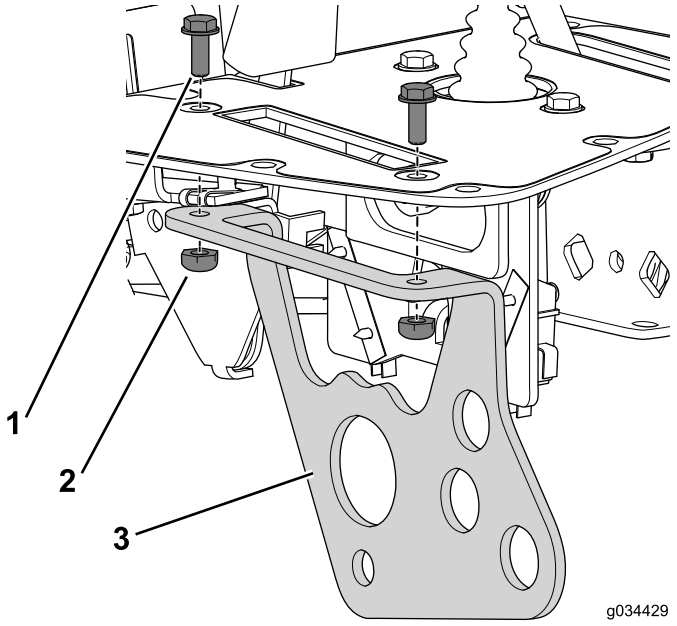

図 21
1. ボルト#10 x 1/2 インチとロックナットを使って、機能レバーブラケットをコンソールに固定する図 21。